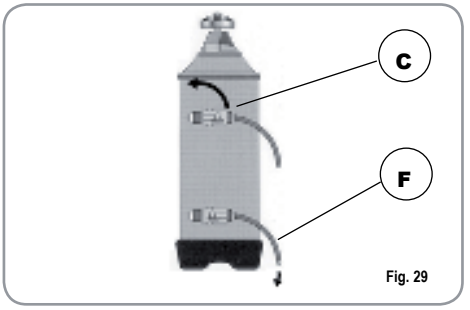

Fig. 29
2) Colocar nuevamente el tapón y llevar la palanca C hacia la izquierda (Fig. 29), dejando descargar el agua salada del tubo F para que no se vuelva dulce aproximadamente 1/2 hora).